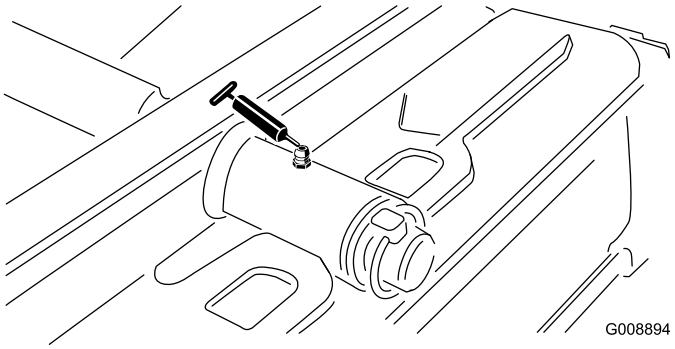

Figuur 31
- Draaipunt van achtermaaidek (Figuur 31)